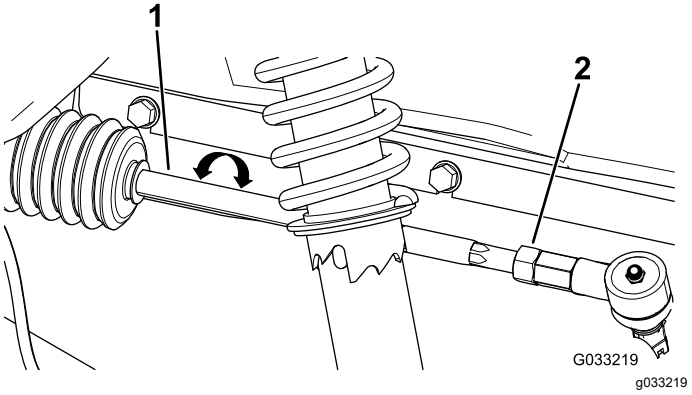

Figuur 54
2. Als deze afstand buiten het bereik van 0 tot 6 mm valt, moet u de contramoeren aan het uiteinde van de spoorstangen losdraaien (Figuur 54).